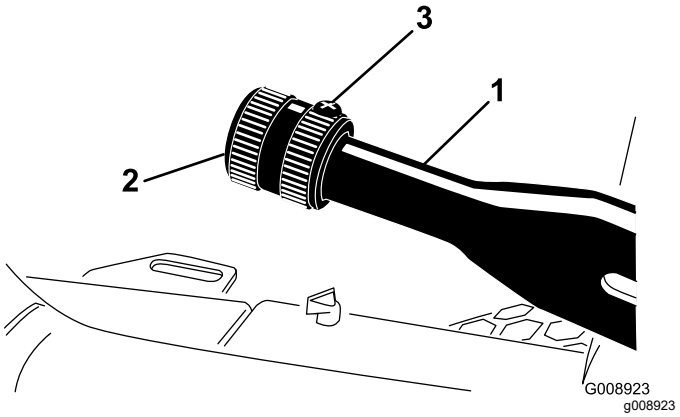

Figur 83
2. Løsn sætskruen, der fastgør skruen til parkeringsbremsehåndtaget (Figur 83).